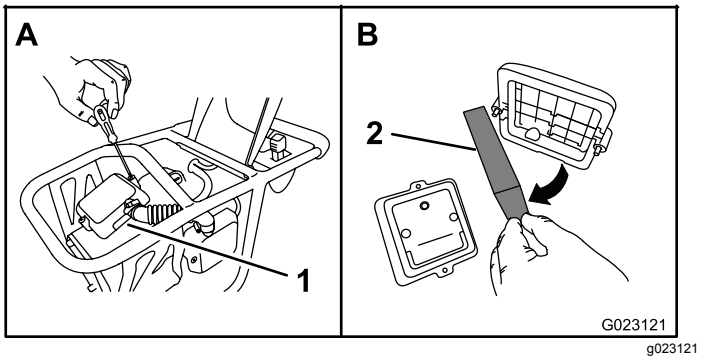

Figure 14
2. Retirez les vis qui fixent le couvercle au boîtier du préfiltre (Figure 14), et déposez le couvercle.